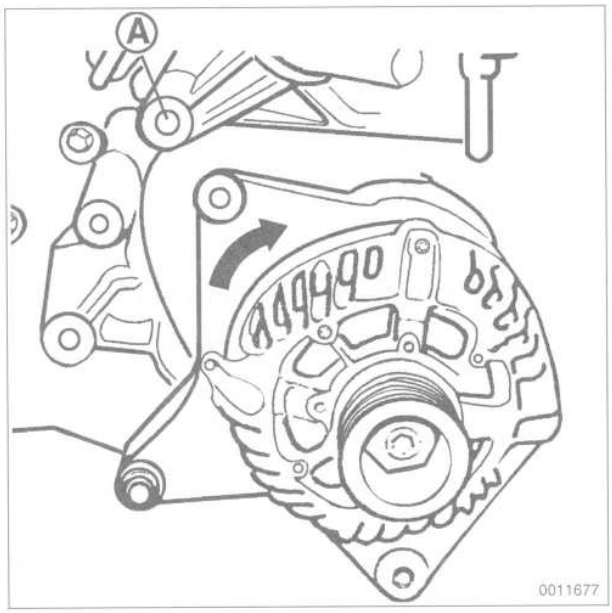

Fig. 5. On M60 engines, remove alternator by pulling oil filter housing (**A**) forward. Then roll alternator clockwise (**arrow**) under oil filter housing.
9. On M60 engines, remove coolant pump pulley. Pull oil filter housing forward while rotating upper alternator mounting clockwise and under oil filter housing mounting. See Fig. 5. Rotate alternator forward and then out of engine compartment, using care not to damage radiator.